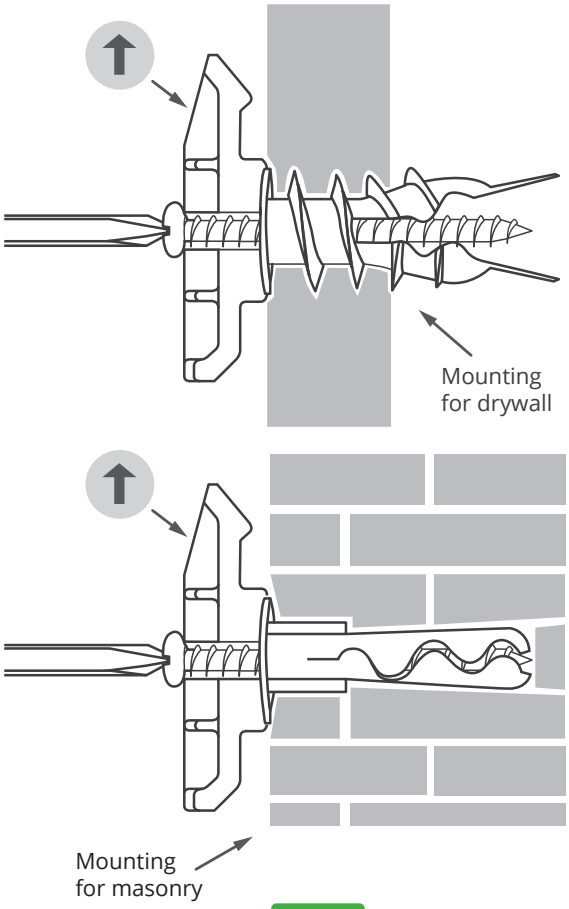

Fig. 3
3. Screw the two mounting clips (with arrow pointing upward) into the top two anchor locations and secure firmly to the wall anchors using the provided screws. (see Fig. 3). DO NOT overtighten. There should be a gap behind the mounting clip to hang the heater on.